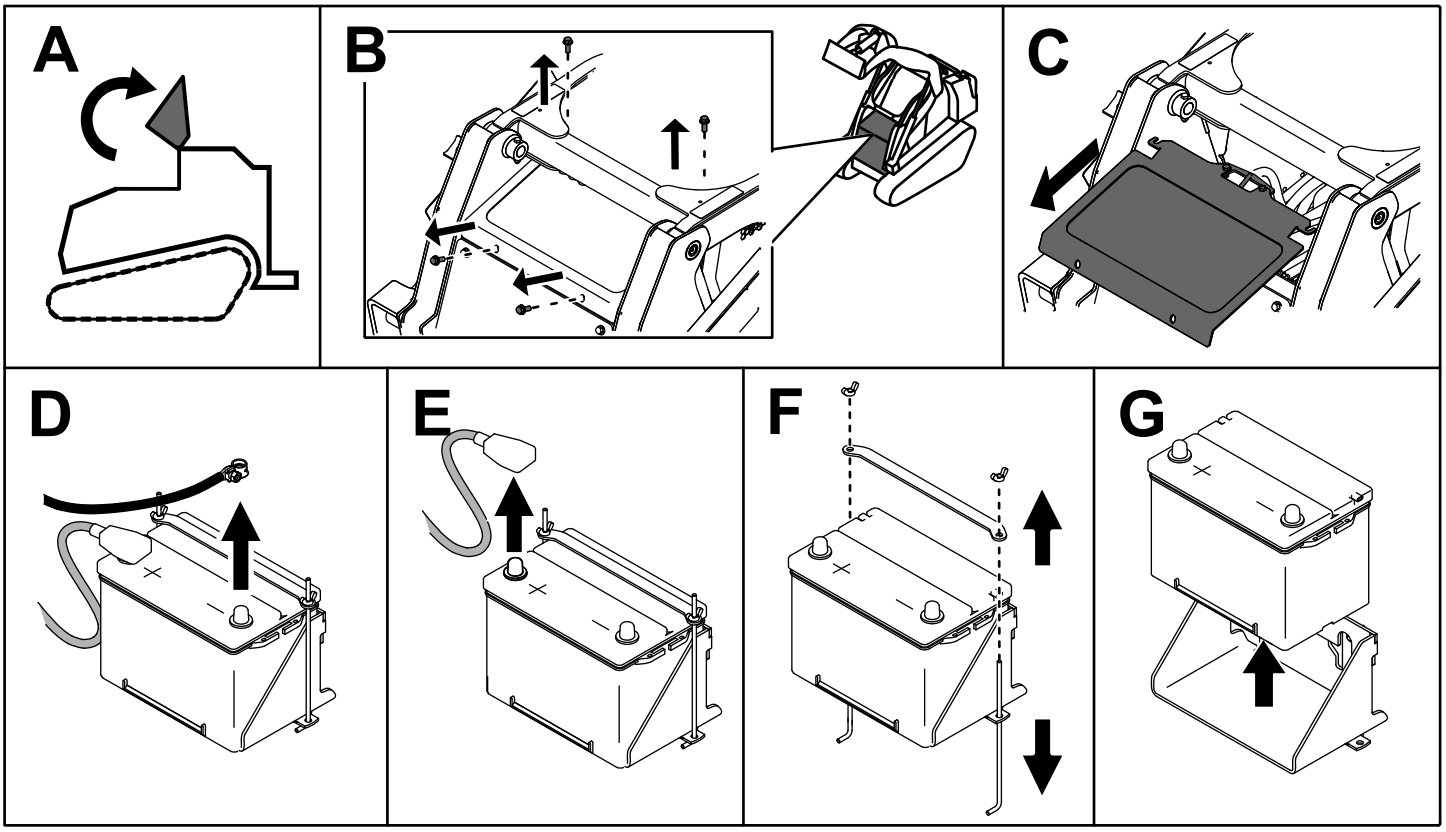

Figur 49
3. Ta bort batteriet enligt Figur 49.